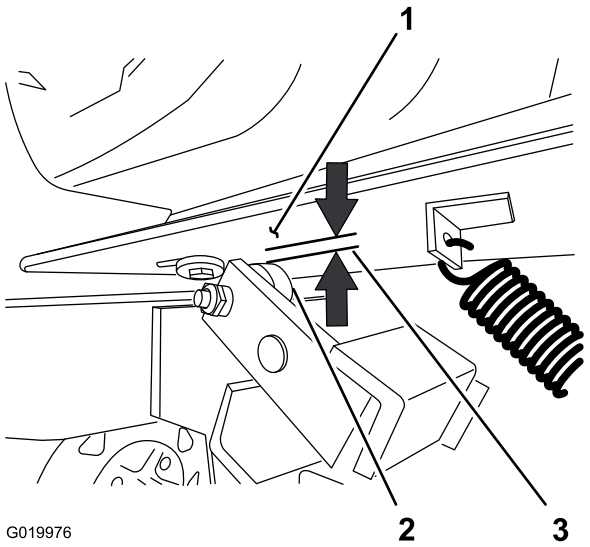

Figure 68
2. Measure the air gap between the engine deck and the roller on the clutch (Figure 68).